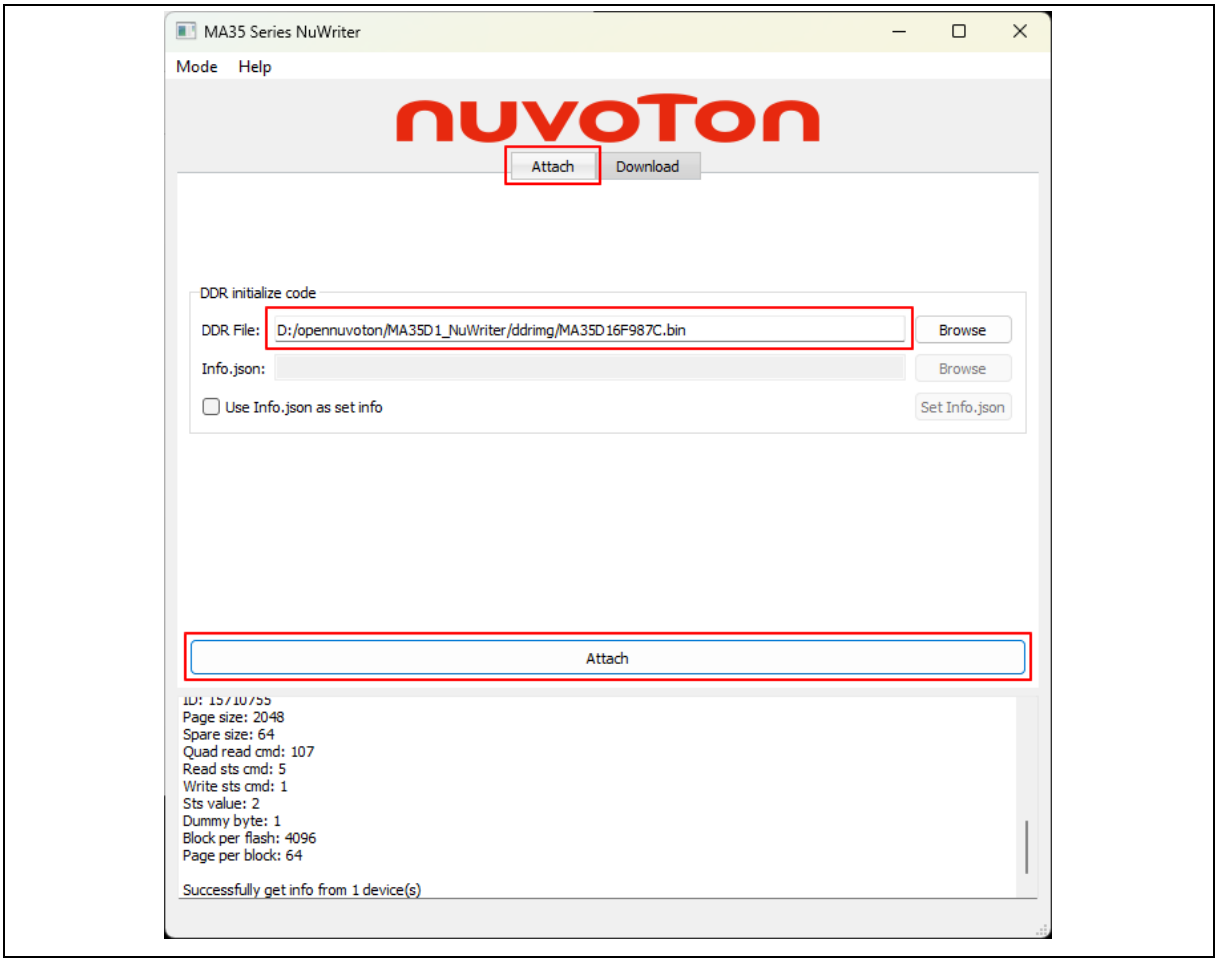

Figure 3-4 Use NuWriter to Attach MA35D1 IoT Board
1. **Attach the Board:** Open the NuWriter GUI, choose the correct DDR image for your hardware, and click the “Attach” button to connect to the MA35D1 demo board (as shown in Figure 3-4).